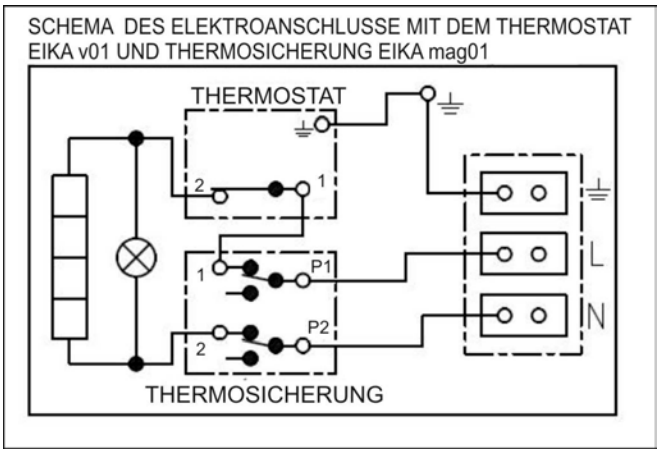

Abb. 5
- Das Schaltungsschema ist dem Warmwasserspeicher auf dem Deckel der Elektroinstallation beigelegt (siehe auch Abb. 5).